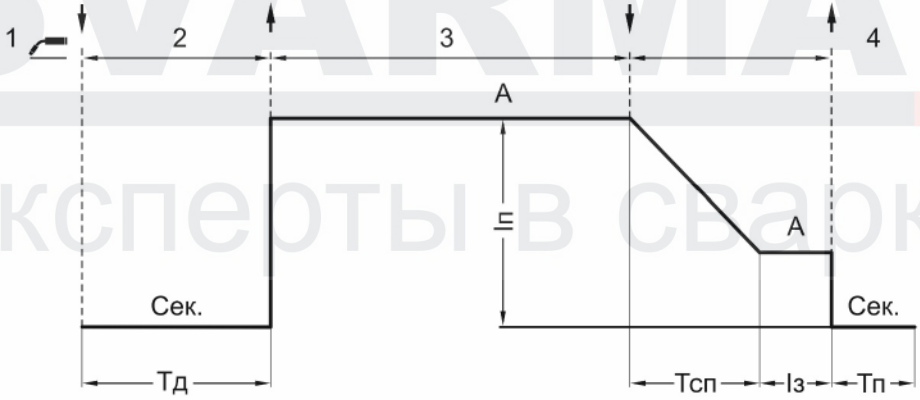

Рис. 7.2.2. Режим работы аппарата 4Т.
**Четырехтактный режим (4Т)** рекомендуется использовать при длине сварочных швов свыше 200 мм (См. рис. 7.2.2).